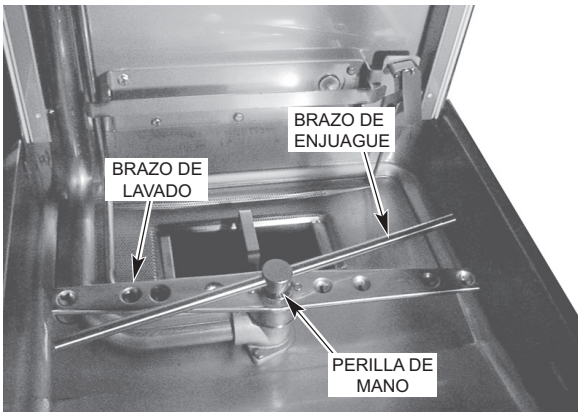

Fig. 39
11. Retire y compruebe los brazos de lavado y las boquillas de enjuague (Figs. 39, 40) para asegurarse de que están libres de sarro y suciedad. Consulte la sección Mantenimiento, página 35.
Los brazos de lavado y enjuague superior e inferior (página 31, Figs. 39, 40) deben girar libremente y continuar girando durante unos segundos después de ser girados a mano. Para comprobar, gire los brazos y elimine cualquier obstrucción que provoque un mal funcionamiento.
Para retirar el brazo de lavado inferior, desenrosque la perilla manualmente y levante el brazo de enjuague (Fig. 39). El brazo de lavado se puede levantar una vez retirado el brazo de enjuague.